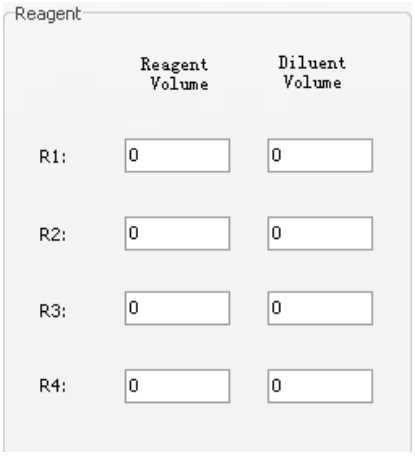

Figure 5-2-6
(14)Reagent: Reagent includes R1, R2, R3 and R4, as Figure 5-2-6 shows: